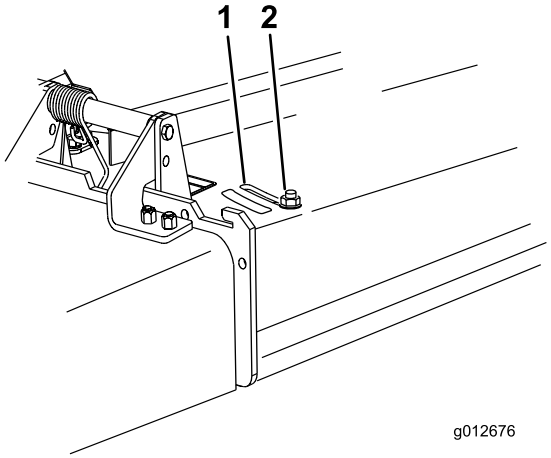

Figur 29
3. Skærmen justeres ved at løsne møtrikken (Figur 29).